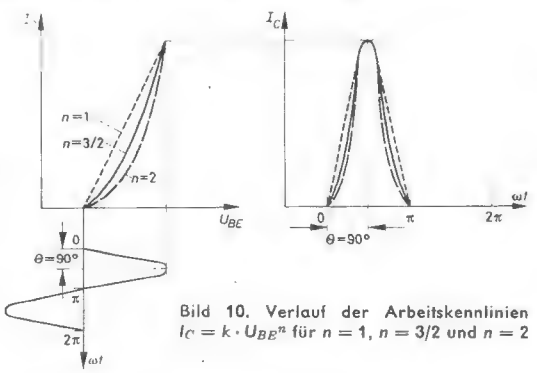

Bild 10. Verlauf der Arbeitskennlinien $I_C = k \cdot U_{BE}^n$ für $n = 1$, $n = 3/2$ und $n = 2$
Über die verschiedenen Arbeitskennlinien gibt Bild 10 Aufschluß. Hier ist der zeitliche Verlauf des Collectorstroms bei einem Stromflußwinkel von $\Theta = 90°$ aufgetragen, und zwar für die Kennlinien $I_C = k \cdot U_{BE}^n$ mit $n = 1$, $n = 3/2$ und $n = 2$. Wie man sieht, liegen die Aussteuerungskurven des Collectorstroms nahe beieinander. Ähnlich ist es auch bei den Kurven im Bild 11 (in dem die Beziehungen Gl. (11) bis Gl. (14) für die verschiedenen Arbeitskennlinien ausgewertet sind), so daß sich fast alle praktisch vorkommenden Arbeitskennlinien in diese Gruppen einordnen lassen. Der Gebrauch der Kurven soll im folgenden an einigen Beispielen erläutert werden.